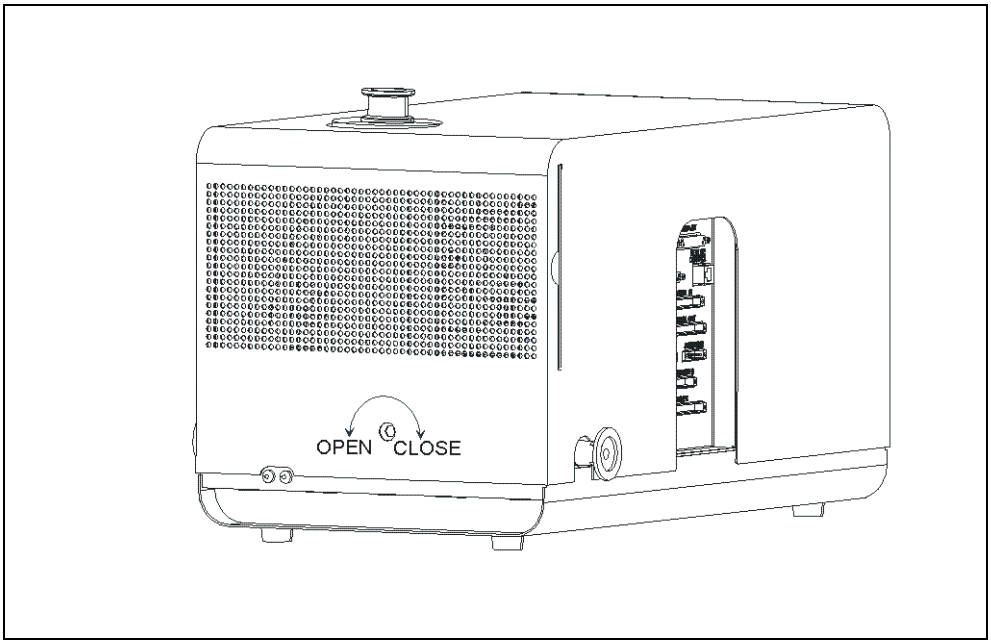

図 7-2 カバーの取り外し
3. 六角レンチ 8 mm を使用し、デバイスのカバー両側のロック（ROTO-ROCK）を開けます。詳細は図 7-2 を参照してください。